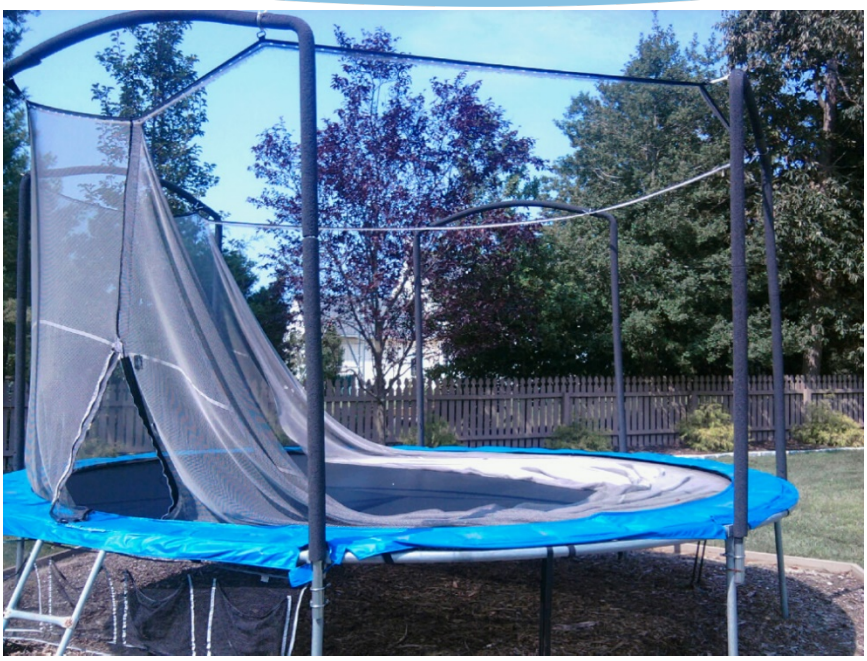

Figure 32: Common deterioration: the net fails from UV exposure and the padding comes off the poles
The enclosure is a netting barrier structure intended to prevent children from falling off. Typical traditional enclosure nets are shown in Figure 30 to Figure 32.
For many years about 25% of trampoline injuries were from children falling off because there was no net, or the net had failed (See Figure 32). Even now that nets are compulsory, 20% of backyard trampoline injuries are from children falling off (Ref 5).
- The net itself, or the net attachment components often deteriorate over time so that the net ceases to work effectively (as in Figure 32)
- The jumper may hit the net and then be guided down, only to fall on to the steel frame below (See Figure 31). This can occur whether the net is inside the safety pads (as in Figure 30) or outside the frame as in Figure 32).
- To ensure the net system is large and strong enough to perform its function without deterioration (unlike the net and poles in Figure 32)